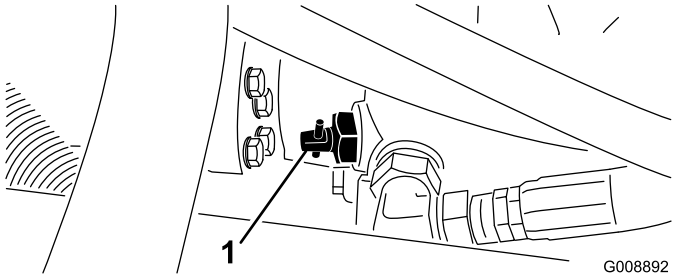

**Figur 26**
1. Lokalisera överströmningsventilen på pumpen (Figur 26) och vrid den 90°.